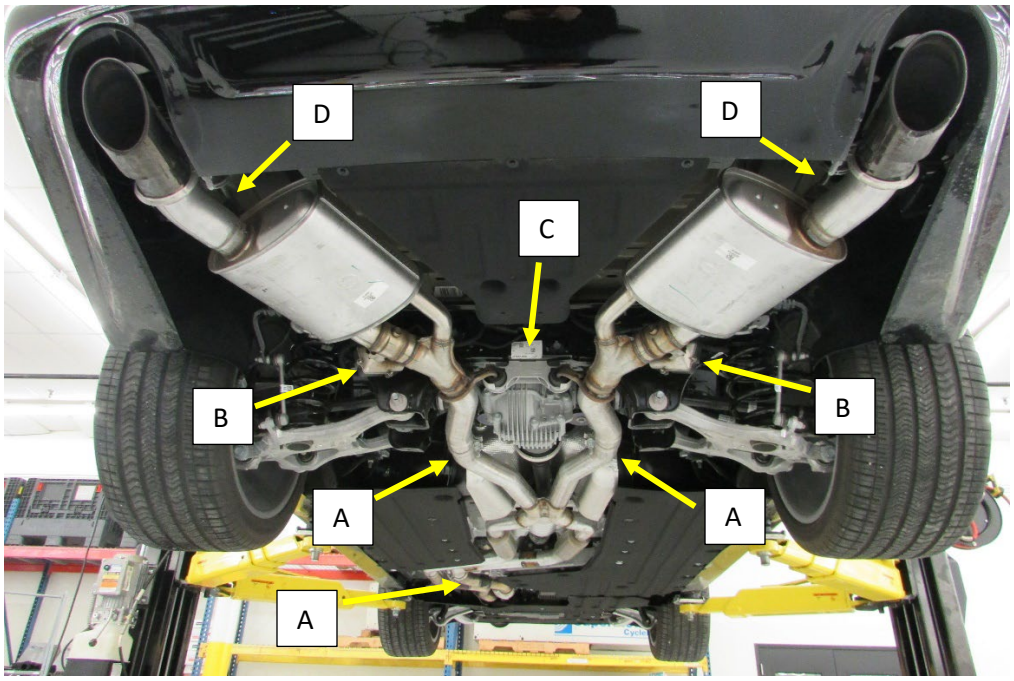

Figure.1
1. Apply penetrating oil to the 15mm nuts on the clamps at the factory X-pipe and two clamps at the muffler sections and loosen the clamps. Apply penetrating oil liberally to all three slip joints **(A). Fig.1**
2. Unplug the electrical connector at each OEM Exhaust valve actuator motor just before the muffler **(B)**. **Fig.1**
4. Remove the exhaust hanger isolator assembly at the rear differential **(C)**. **Fig.1**
5. Remove the two bolts at each muffler frame hanger directly behind each muffler assembly on the tail pipe **(D)**. **Fig.1**
6. Remove the left and right muffler assemblies. **Fig.1**